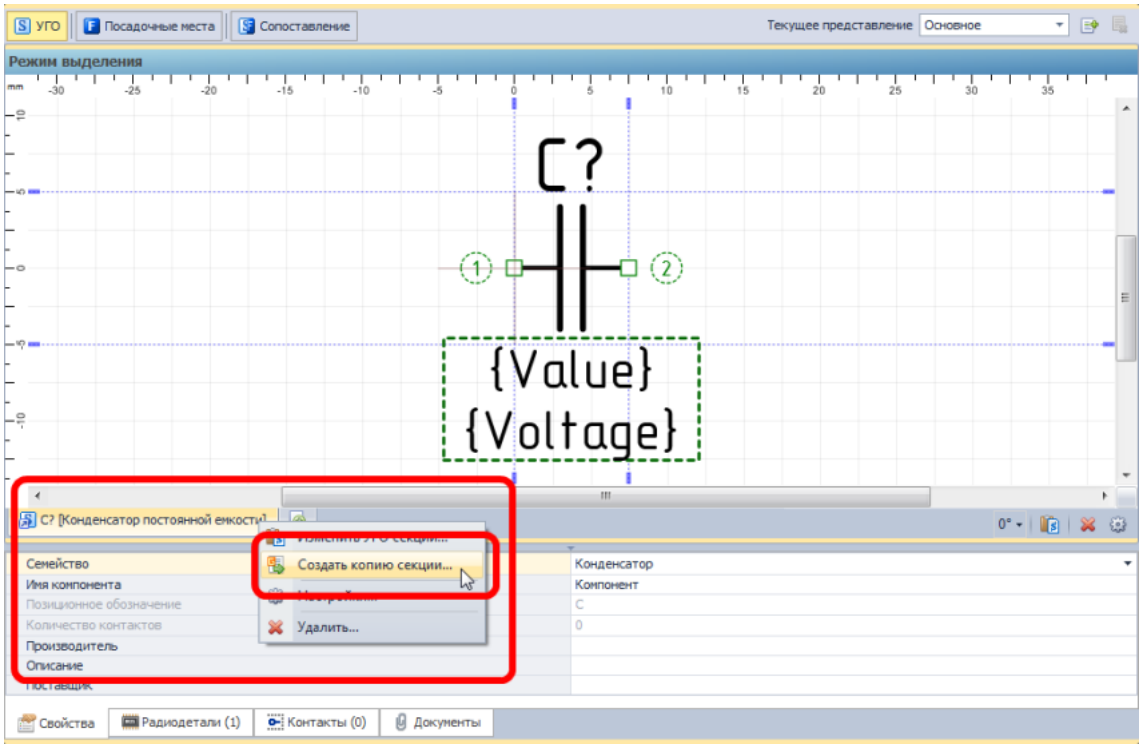

Рис. 235. Вызов процедуры копирования секции
1. На закладке секции вызывать контекстное меню и выбрать пункт, см. Рис. 235.